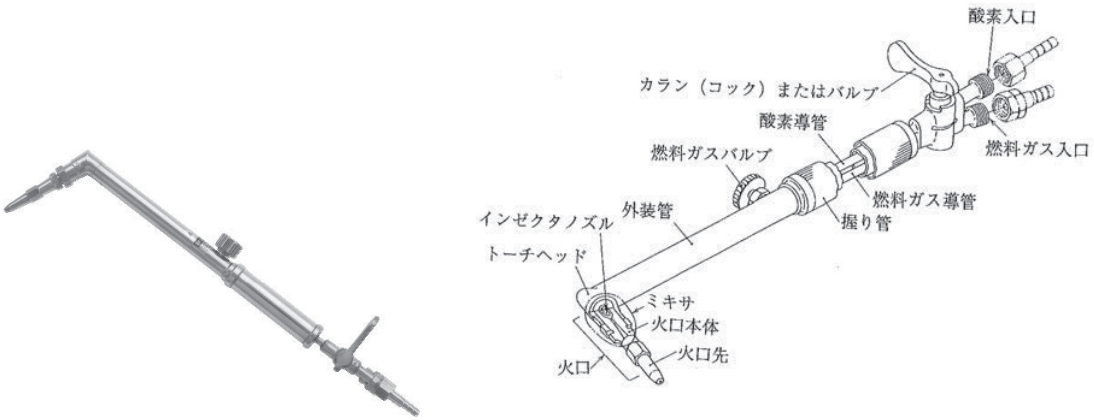

図 3.15　JIS A 形溶接器（ドイツ式）[14)]
1) 手動ガス溶接器は，吹管と火口の構造の違いから A 形溶接器と B 形溶接器に分類されている（図 3.15，3.16）。